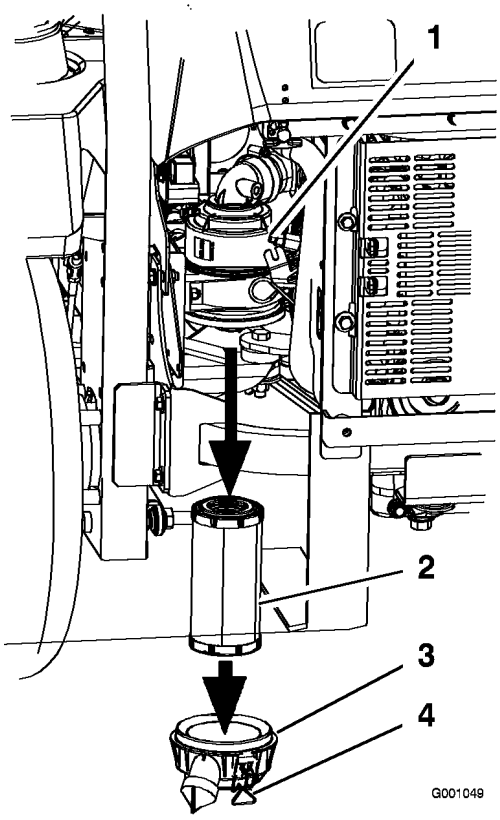

Figur 33
3. Lossa spärrhakarna på luftrenaren och dra av luftrenarkåpan från luftrenarhuset (Figur 33).
5. Dra försiktigt ut filtret ur luftrenarhuset (Figur 33). Undvik att knacka filtret mot sidan på luftrenarhuset.